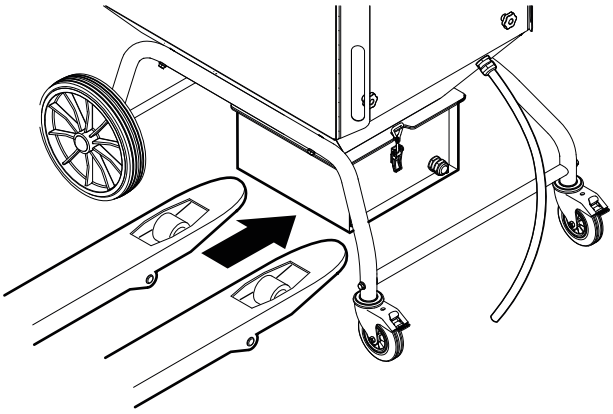

Fig. 26
1. Mit einem geeigneten Palettenstapler unter den Staubsammelbehälter fahren, siehe **Fig. 26**.